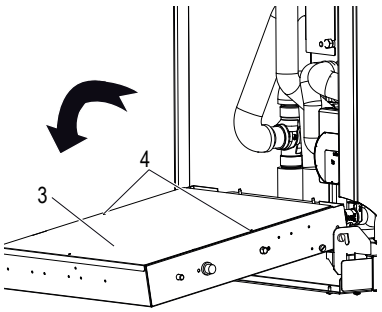

Abb. 19 - wie man den Stromkasten dreht
- nach vorne drehen (Abb. 19), das hintere Abdeckblech (Det. 3 - Abb. 19), das mit 2 Schrauben befestigt ist (Det. 4 - Abb. 19), entfernen.